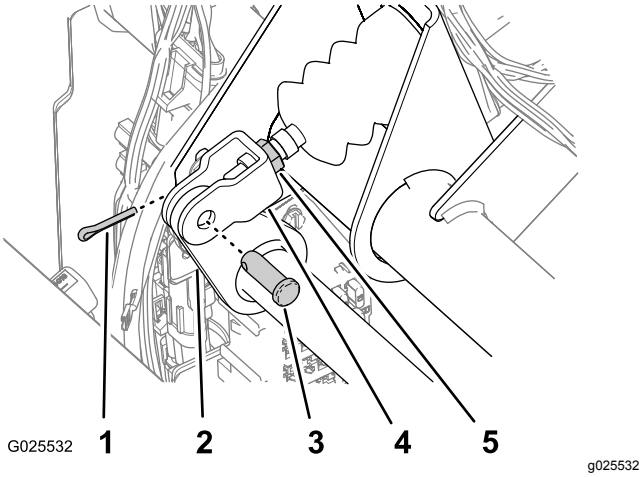

Figur 76
2. Fjern splinten og splittpinnene som fester hovedsylinderkrysshodet til bremsepedaltappen (Figur 76).
4. Løsne låsemutterne som fester krysshodet til hovedsylinderstangen (Figur 76).
5. Juster krysshodet til hullene i krysshodet er på linje med hullet i bremsepedaltappen (Figur 76).
6. Deretter fester du krysshodet til pedaltappen med splittpinnen og splinten (Figur 76).
7. Stram låsemutteren som fester krysshodet til hovedsylinderstangen (Figur 76).